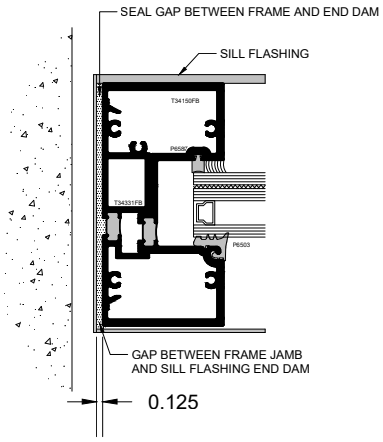

Fig. 25.2
B. Lift first frame onto the sill flashing then apply sealant to gap at end dam. SEE Fig.25.2.